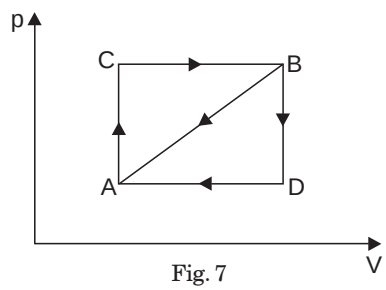

Fig. 7
12. When a system is taken from state *A* to state *B* along the path *A-C-B*, 180 kJ of heat flows into the system and it does 130 kJ of work (see Fig. 7 given).